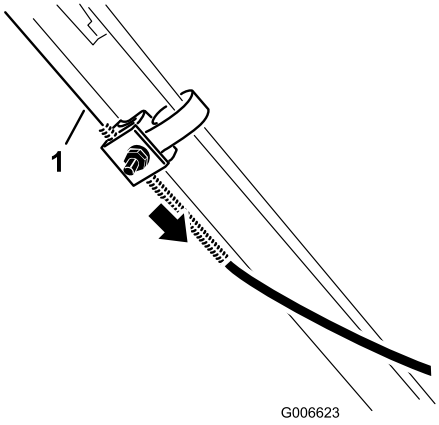

Figuur 27
6. Trek de kabelmantel naar beneden (in de richting van de maaimachine) totdat de kabel strak staat (Figuur 27).